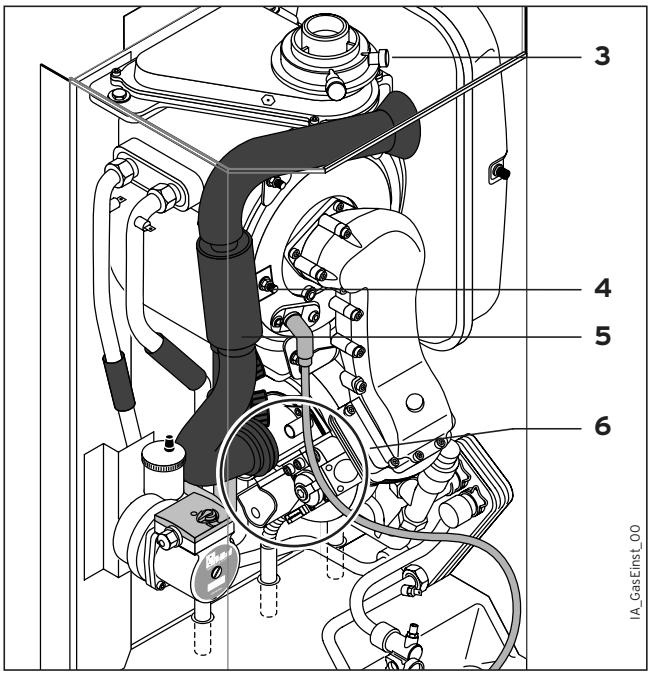

Rys. 5.4 Przeprowadzanie pomiaru wartości CO_2, przygotowanie do regulacji współczynnika nadmiaru powietrza
- Przeprowadzić pomiar zawartości CO_2 na króćcu kontrolnym przewodu spalinowego (**3**) (Rys. 5.4). Porównać wartość zmierzoną z odpowiednią wartością w tab. 5.3.
- Jeżeli konieczna jest regulacja spalin, to należy poluzować śrubę (**4**) i odchylić rurę ssącą powietrza (**5**) o 90° do przodu (rys. 5.4). **Rury ssącej nie zdejmować!**